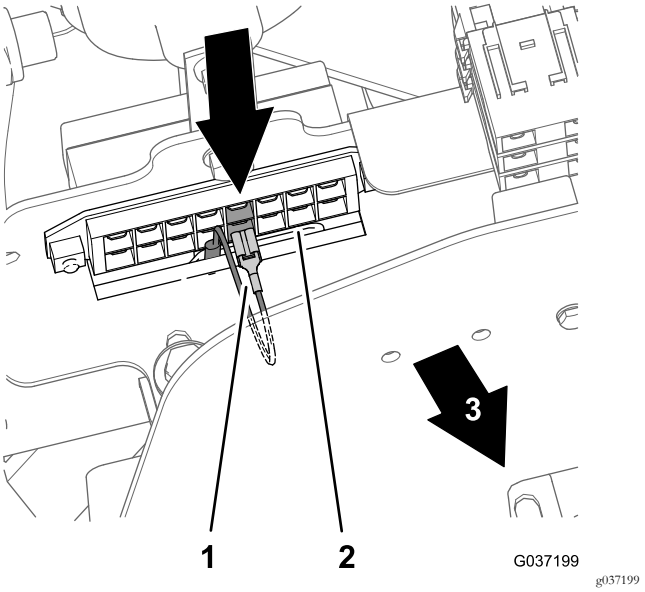

Figur 34
- Modell 30651 – femte säkringsplatsen från vänster (Figur 34)